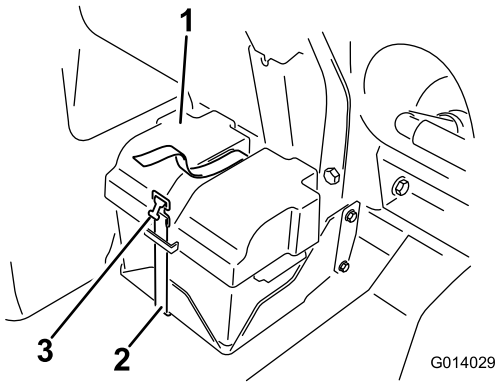

Figur 79
2. Avlägsna batterikåpan och lossa den jordade minuskabeln (svart) från batteripolen (Figur 79).
4. Sätt på batterikåpan och fäst den med den rem du tog bort tidigare (Figur 79).